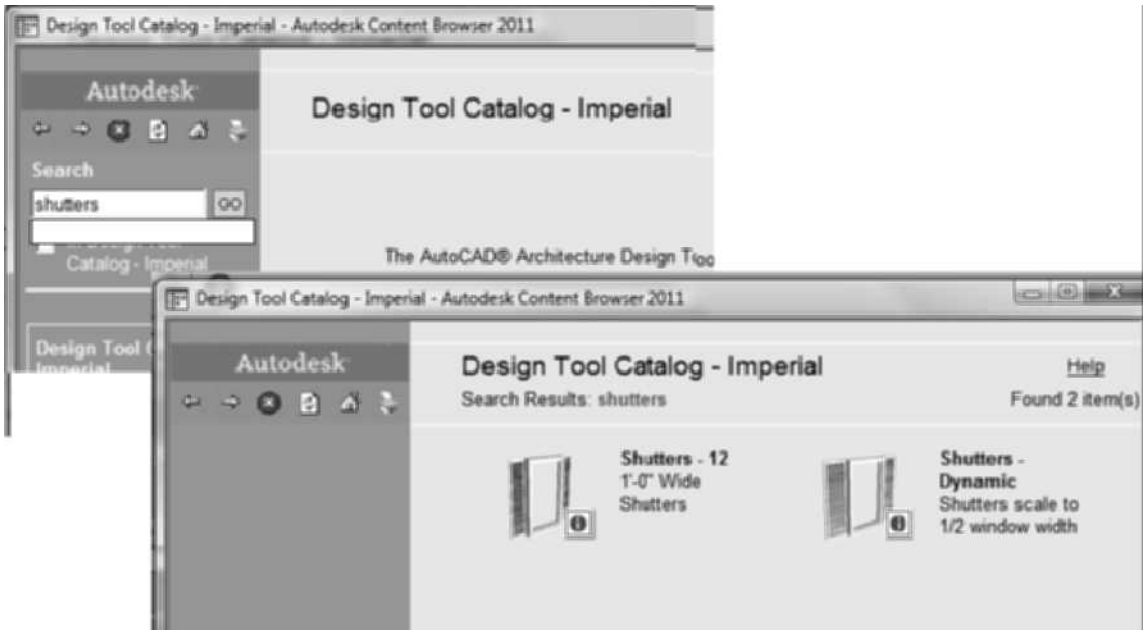

FIGURE 5.46 *Inserting the Shutters 12 tool from the Content Browser*
8. Type **Shutters** in the **Search** field of the catalog. Click the **GO** button as shown in Figure 5.46 to display the shutters tools. Drag the i-drop for the **Shutters - 12** onto the new shutters tool palette. Close the Content Browser.